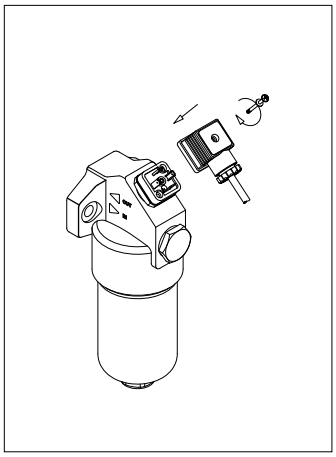

fig. 9
- (Fig. 9 Insert the connector by fastening the central screw (only for electrical indicators)